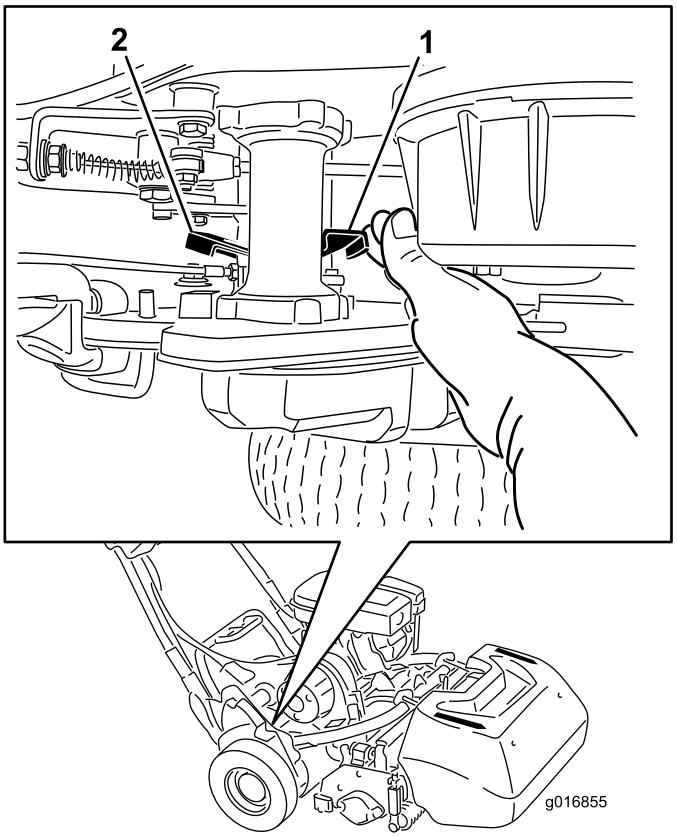

Figur 28
1. På bakre, høyre hjørne av maskinen finner du trekkspaken/frakoblingsspaken ved siden av drivhustrommelen (Figur 28).